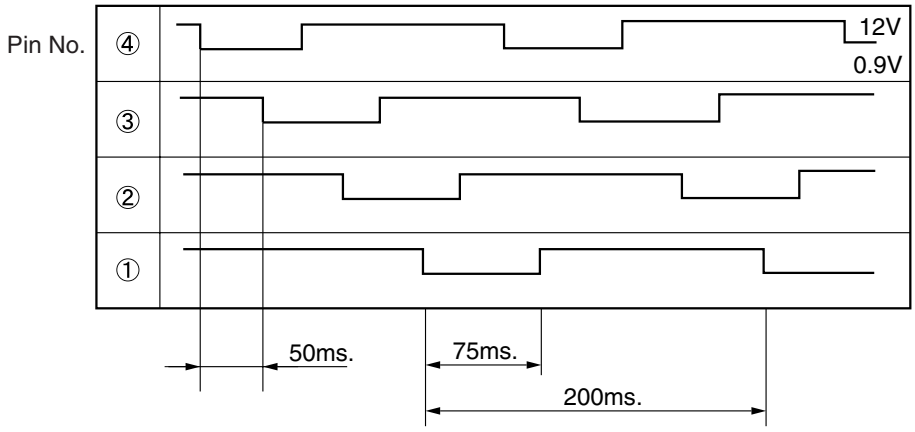

Fig. 9-2
- The reference between conducting phase switch over direction and the open/close direction are shown in Table 9-1. When the power is turned on, approx. 0.9 V is applied to the CN15 and the pins (① to ④) and when no power is supplied, 12 V is applied. When the power is reset, the expansion valve starts initial operation for 5 to 10 seconds.
- During the initial operation, measure each pin of the CN15 (① to ④) with a multimeter. If no change is found around 0.9 V or 12V in this step, the expansion valve or the micro computer has failure.
- The logic waveform during the operating of the expansion valve is shown in Fig. 9-2.